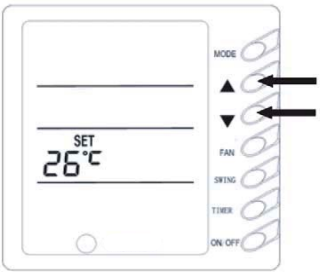

Рис.3
3) Регулировка температуры (рис.3)